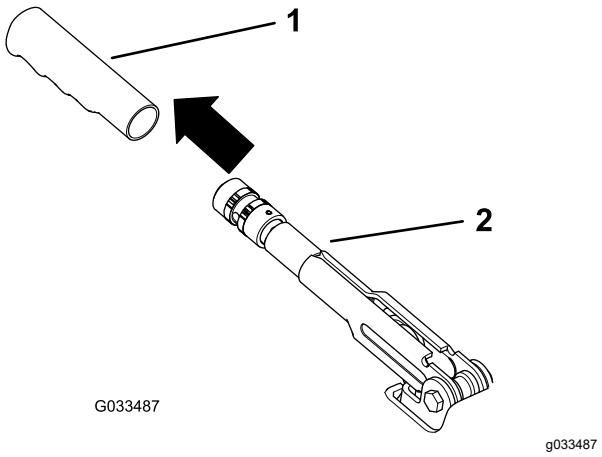

Figur 58
1. Fjern gummigrebet fra parkeringsbremsehåndtaget (Figur 58).
5. Monter gummigrebet på parkeringsbremse-håndtaget (Figur 58).